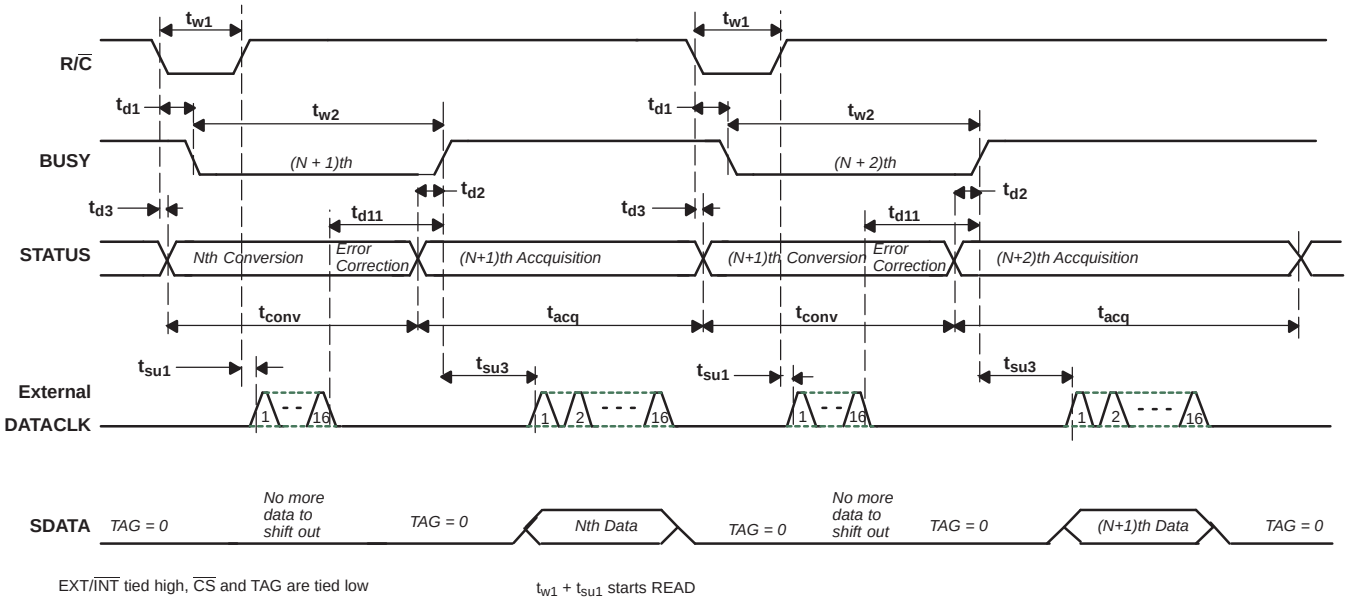
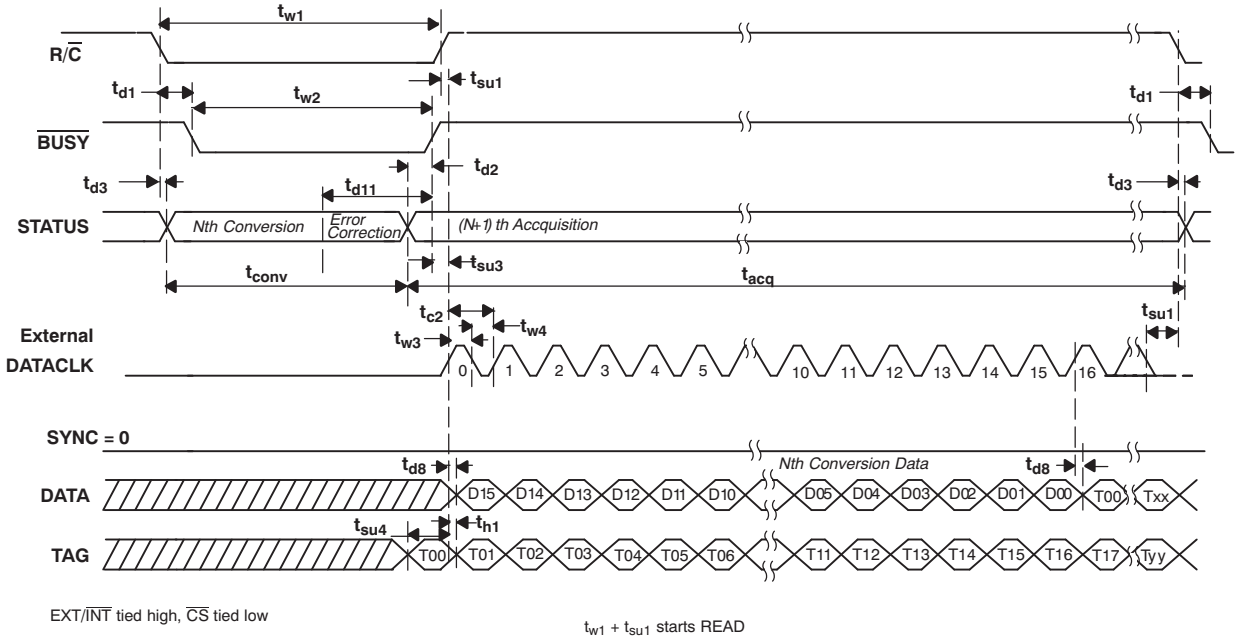
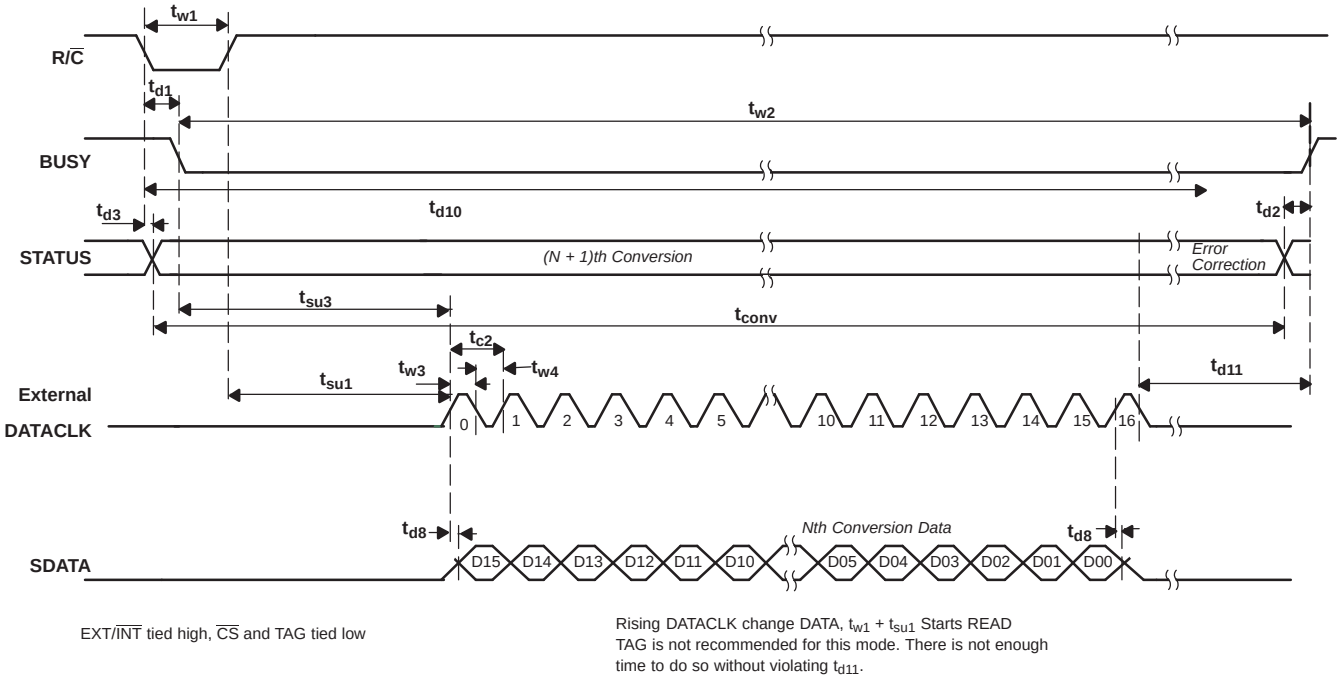

Figure 34. Basic Conversion Timing: External DATACLK
Figure 35. Read After Conversion (Discontinuous External DATACLK)
Figure 36. Read During Conversion (Discontinuous External DATACLK)
(1) See Figure 34, Figure 35, and Figure 36 for constraints on data valid from conversion *N–1*.
After conversion *N* is completed and the output registers have been updated, $\overline{\text{BUSY}}$ (pin 24) goes high. With $\overline{\text{CS}}$ low and R/$\overline{\text{C}}$ high, valid data from conversion *N* are output on SDATA (pin 19) synchronized to the external data clock input on DATACLK (pin 18). The MSB is valid on the first falling edge and the second rising edge of the external data clock. The LSB is valid on the 16th falling edge and 17th rising edge of the data clock. TAG (pin 20) inputs a bit of data for every external clock pulse. The first bit input on TAG is valid on SDATA on the 17th falling edge and the 18th rising edge of DATACLK; the second input bit is valid on the 18th falling edge and the 19th rising edge, etc. With a continuous data clock, TAG data is output on SDATA until the internal output registers are updated with the results from the next conversion. Refer to Table 6 and Figure 35 for more information.
The switching noise of the asynchronous data clock can cause digital feedthrough, degrading converter performance. Refer to Table 6 and Figure 36 for more information.
A falling-edge-triggered transfer would initiate an SPI transfer after the falling edge of $\overline{\text{BUSY}}$, providing the host controller with the previous conversion results, while the current conversion cycle is underway. The timing for this type of interface is described in detail in Figure 36. Care must be taken to ensure the entire 16-bit conversion result is retrieved from the ADS8517 before $\overline{\text{BUSY}}$ returns high to avoid the potential corruption of the current conversion cycle.
A rising-edge-triggered transfer is the preferred method of obtaining the conversion results. This timing is depicted in Figure 35. This method of obtaining data ensures that SCLK is static during the conversion cycle and provides the host processor with current cycle conversion results.